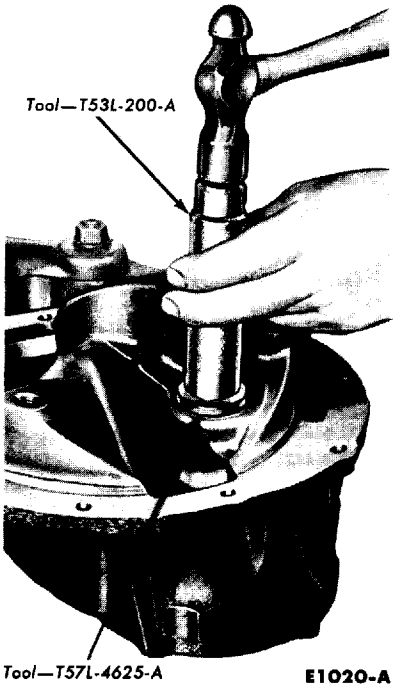
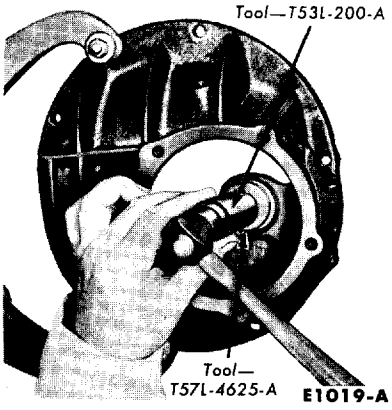

FIG. 12—Pilot Bearing Removal
FIG. 13—Pilot Bearing Installation
10. If the pilot bearing is to be replaced, use the tool shown in Fig. 12 to drive the pilot bearing and the bearing retainer out together. To install the bearing, use the same tool (Fig. 13), and drive the bearing in until it bottoms. With the same tool, install a **new** retainer with the concave side up.